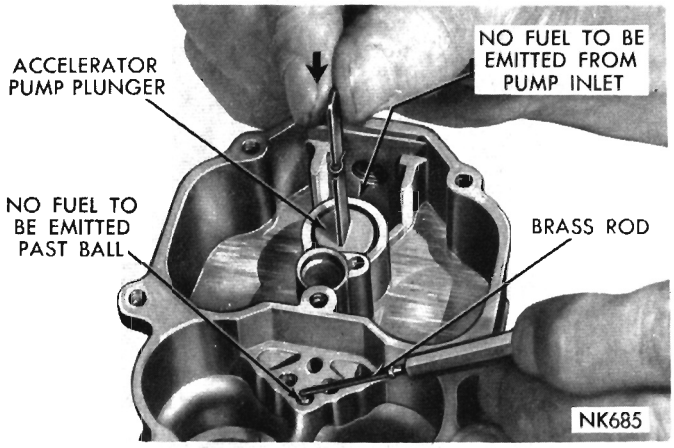

Fig. 9—Testing Accelerator Pump Intake and Discharge Check Balls
(3) Pour clean gasoline into carburetor bowl, approximately 1/2 inch deep. Remove pump plunger from jar of gasoline and slide down into pump cylinder. Raise plunger and press lightly on plunger shaft to expel air from pump passage.
(4) Using a small clean brass rod, hold discharge check ball down firmly on its seat. Again raise plunger and press downward. No fuel should be emitted from either intake or discharge passage, (Fig. 9).